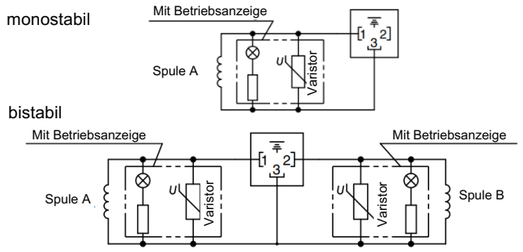

Abbildung 7. Verdrahtung DIN-Terminal (min. 100 VAC/DC)
- Siehe Abbildung 7: Entfernen Sie die Verbindungsabdeckung (1), um Zugang zur Klemmleiste (2) zu erhalten. Schließen Sie die Adern entsprechend der Markierung an.